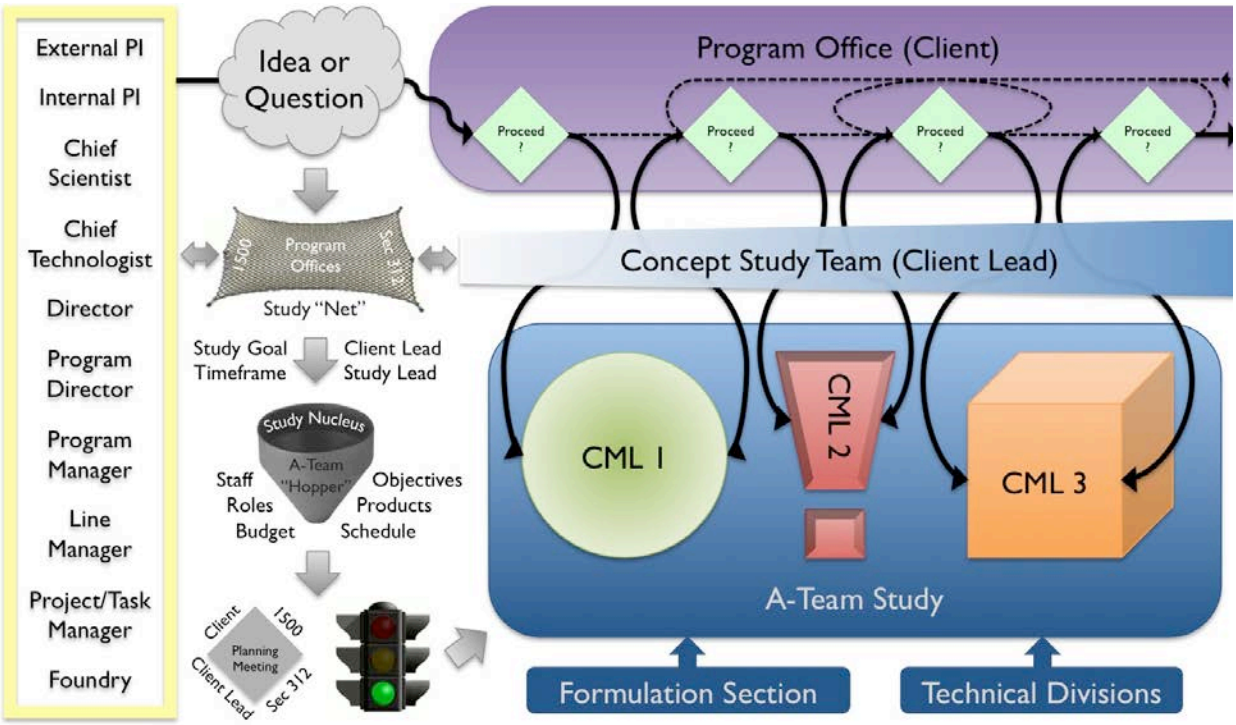

Figure 2. The A-Team process starts with an idea and develops a concept through Concept Maturity Levels (CMLs) 1- 3 with Program Office support and feedback.
An A-Team study starts with a question or idea that can come from almost anywhere including a Principal Investigator (PI), Program Office (PO), Directorate, Chief Scientist, Chief Technologist, or Task / Project / Program Manager within JPL or NASA and, in some case, externally with JPL or NASA sponsorship (see Figure 2). Example topics include the following: